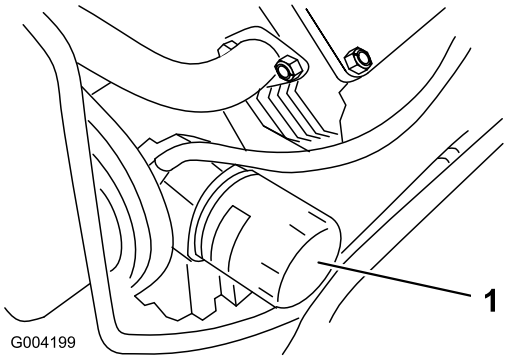

Figuur 32
3. Verwijder het oude filter (Figuur 32) en veeg het oppervlak van de pakking van het filtertussenstuk schoon.